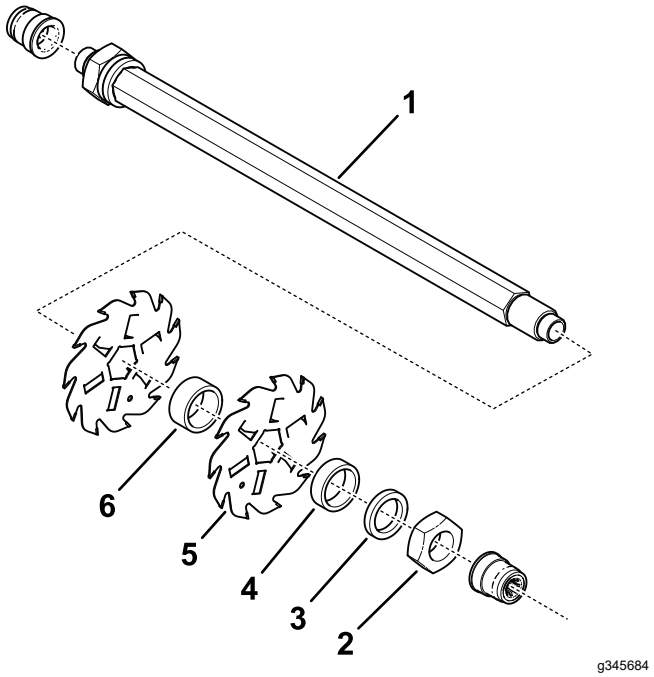
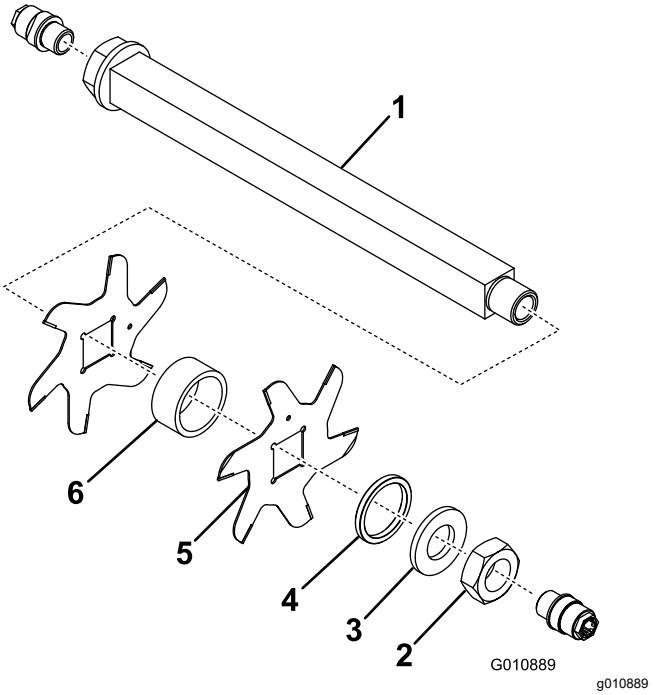

Figur 14
Figur 15
3. Ta bort de små distansbrickorna, brickan (endast modell 03619), knivarna och de stora distansbrickorna. Rengör och smörj den sexkantiga eller fyrkantiga axeln med ett tunt lager fett för att underlätta monteringen (Figur 15 eller Figur 14).